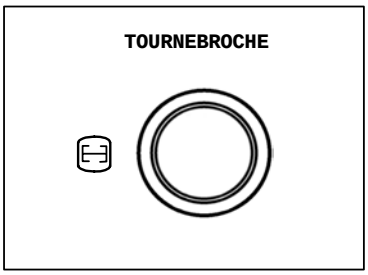

fig. 7
- Appuyez sur le bouton (fig. 7).